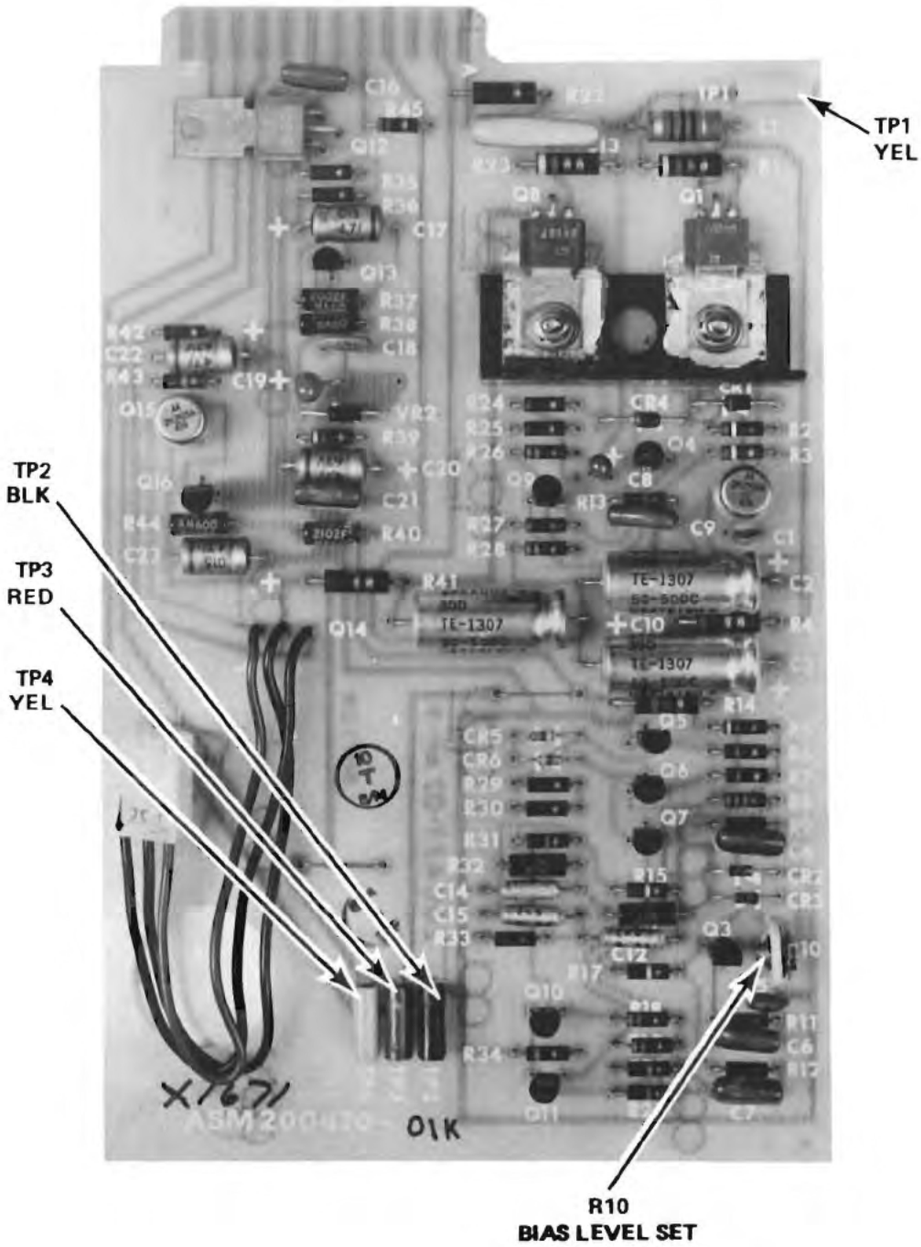

Figure 7-15. Regulator, Bias Oscillator and Amplifier PWA
A. Connect oscilloscope to the yellow test point (TP1) on the regulator, bias oscillator, and amplifier PWA (Figure 7-15).